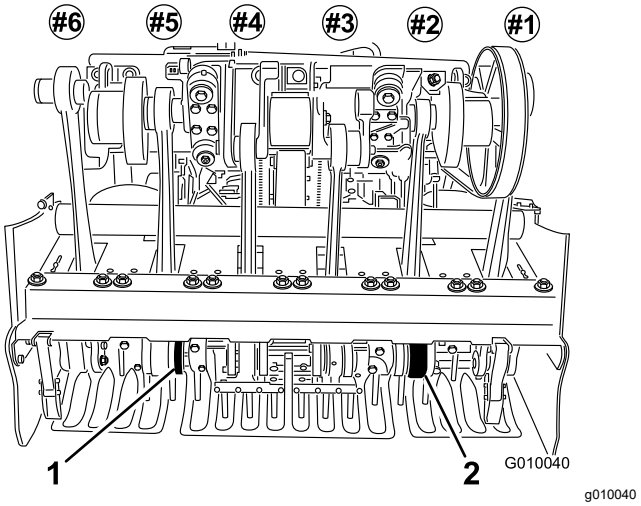

Figur 25
6. Monter tines på nummer 2 og 5 tineholder (Figur 25) Stram boltene.